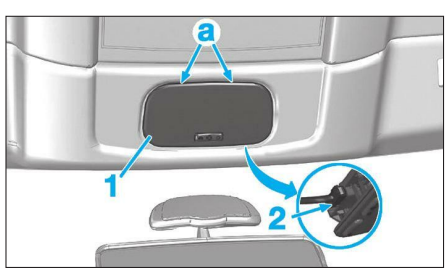

**Fig. 39**
• Dégrafer le plafonnier (1) en (a) **(Fig.39)**
• Débrancher les connecteurs (2) (suivant équipement).